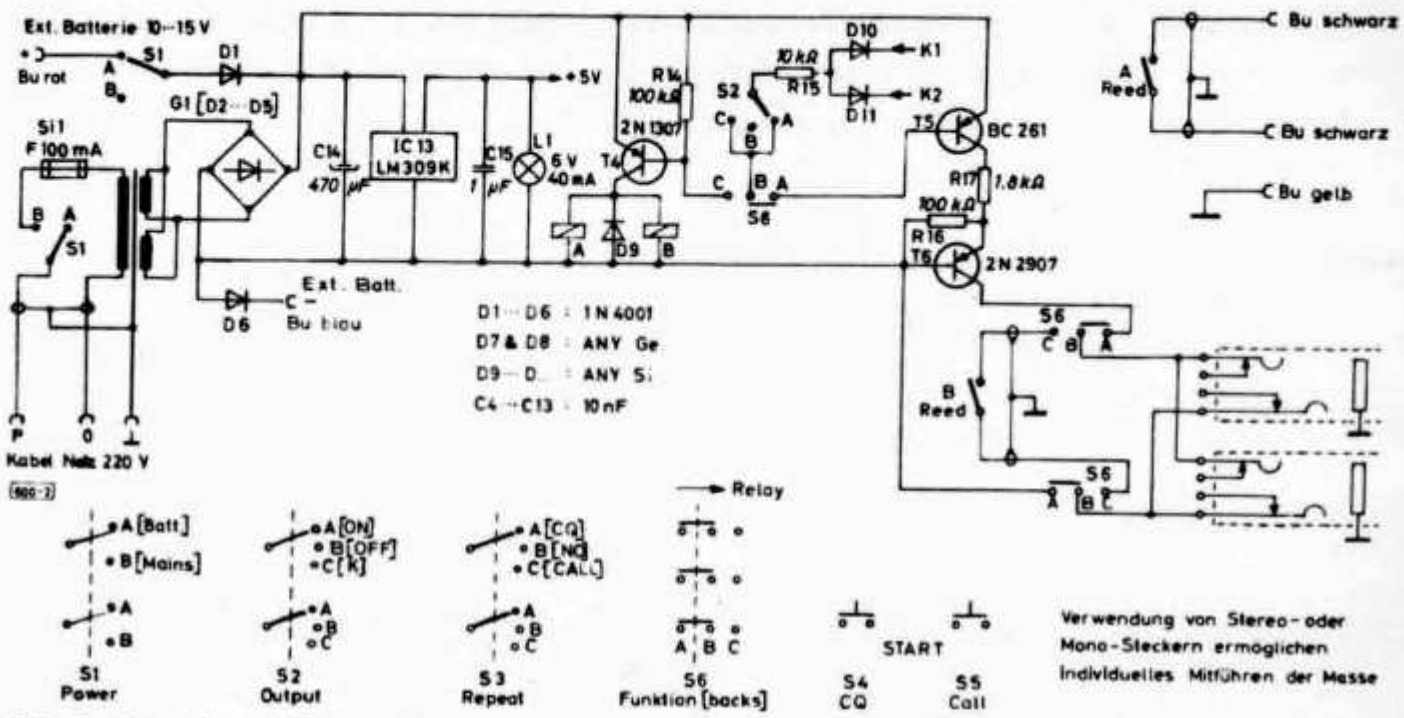

Abb. 2. Netzteil und Tastsystem
- Eingebautes Netzgerät 220 V oder externe Speisung durch 12 V-Batterie **(Abb. 2).**